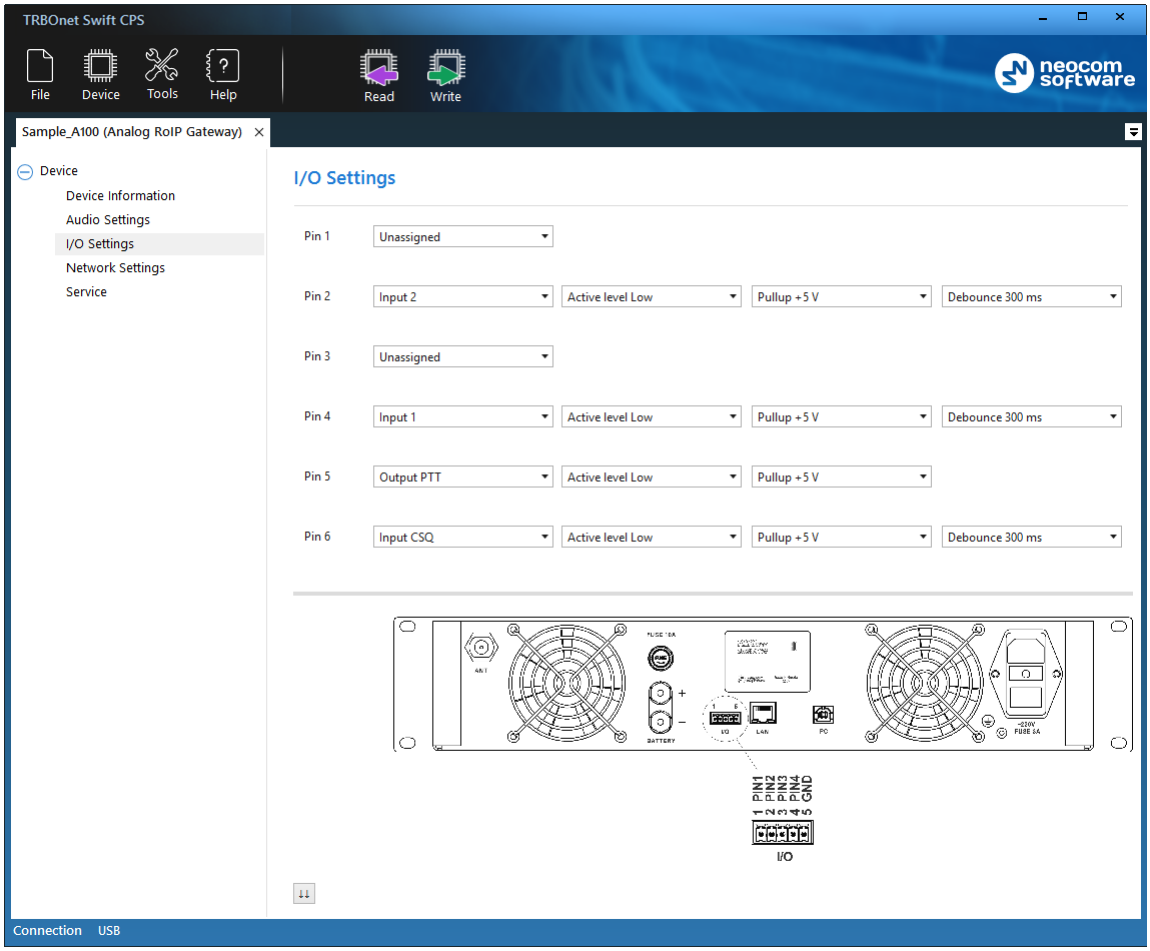

Figure 14: Configuring I/O pins connected to the service cable
- For I/O pins connected to the service cable, specify the function (Input/Output), the active level, and other I/O pin settings (Figure 14).